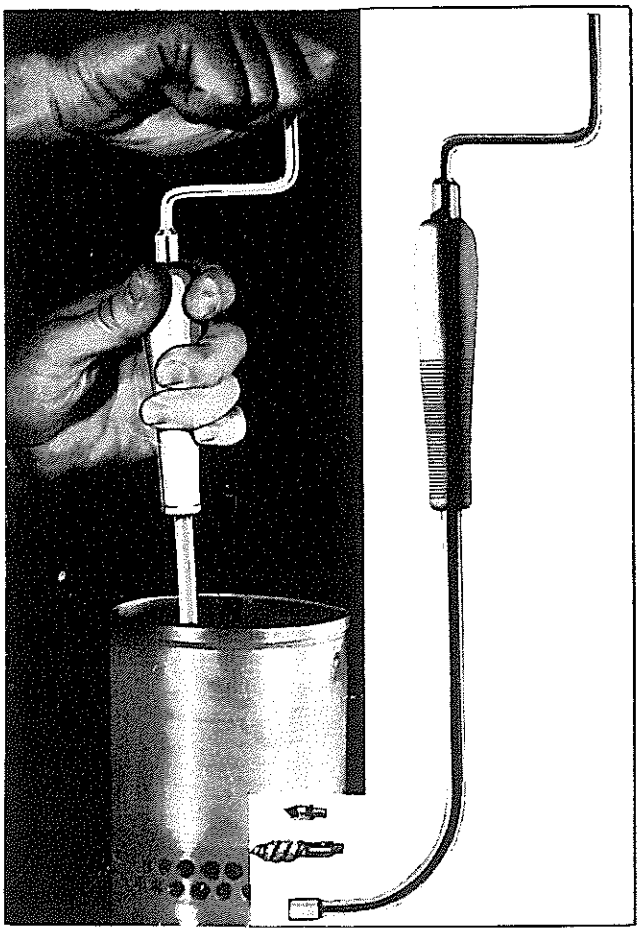

FIG. 4
7. Liner air ports can now be cleaned using tool shown in Fig. 4.